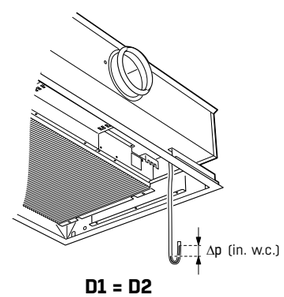

FIGURE 10
4) If needed, air pressure may be checked at this time. (See **FIGURE 10**).